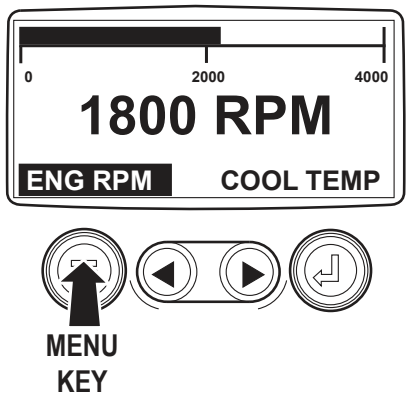

Figure 8 - 1-Up Display
1. Once the engine has been started and the key-switch is turned to "RUN", the RPM Engine Parameter is displayed. See Figure 8.